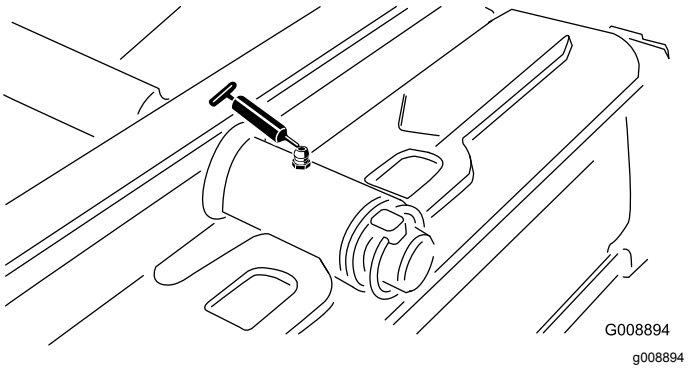

Figur 32
- Bakre klippenhetens svängtapp (Figur 32)